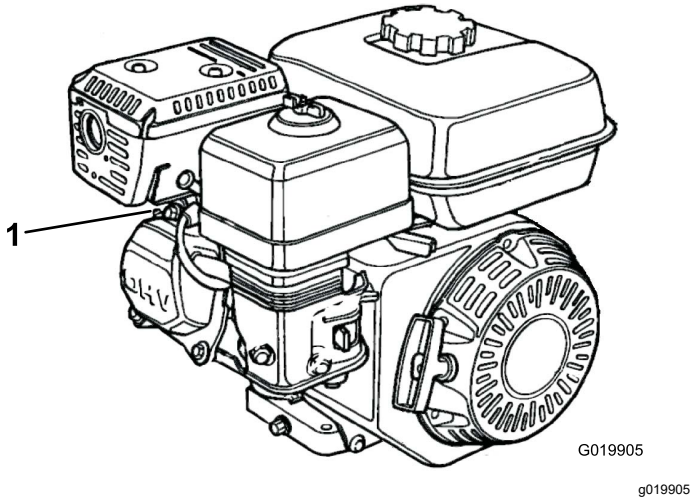

Figur 32
2. Lossa tändkabeln från tändstiftet (Figur 32).